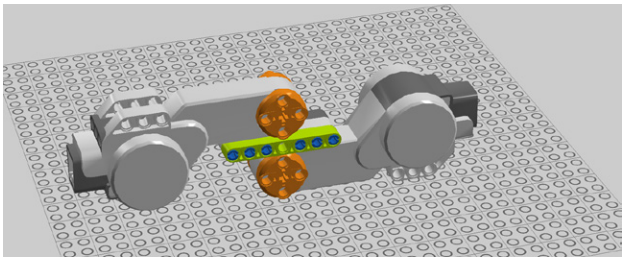

Figure 4-22. *Step 17: Adding another beam*
17. Throw another 7M beam on there (Figure 4-22).